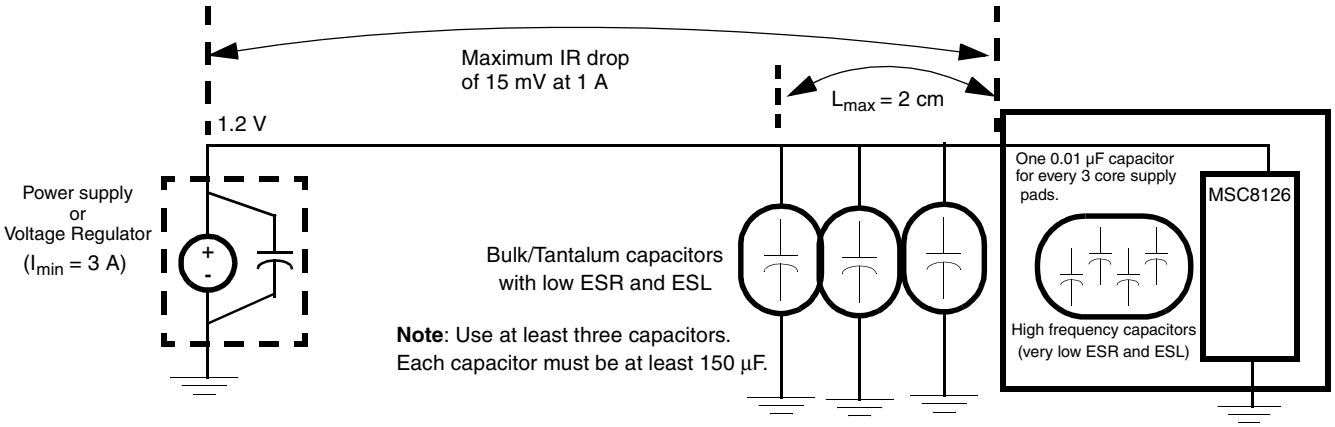

Figure 4-1. Core Power Supply Decoupling
Figure 4-1 shows the recommended power decoupling circuit for the core power supply. The voltage regulator and the decoupling capacitors should supply the required device current without any drop in voltage on the device pins. The voltage on the package pins should not drop below the minimum specified voltage level even for a very short spikes. This can be achieved by using the following guidelines:
- Decouple the supply using low-ESR capacitors mounted as close as possible to the socket. **Figure 4-1** shows three capacitors in parallel to reduce the resistance. Three capacitors is a recommended minimum number. If possible, mount at least one of the capacitors directly below the MSC8126 device.